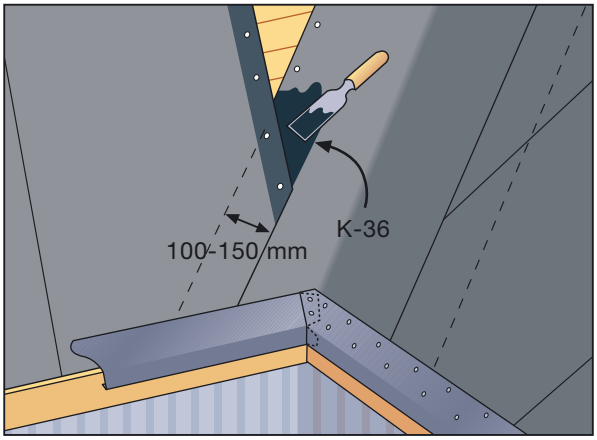

Рис. 3
- Подкладочный ковер укладывается непосредственно на настил из досок. Металлические карнизные планки монтируются на концах карниза сверху подкладочного ковра (Рис. 3).